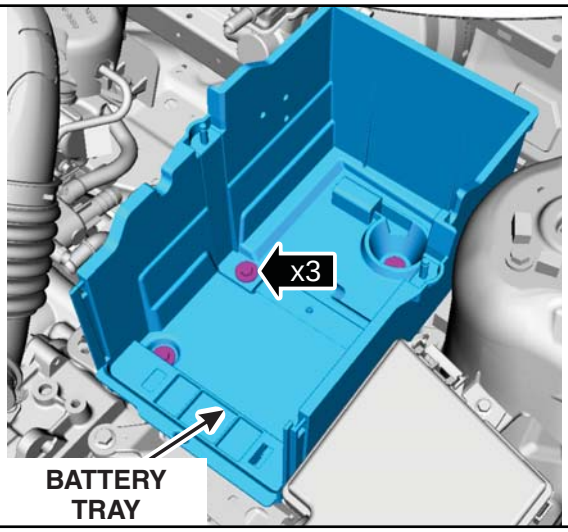

FIGURE D5
7. Position the battery tray back into the vehicle and install the three (3) bolts. See Figure D5.